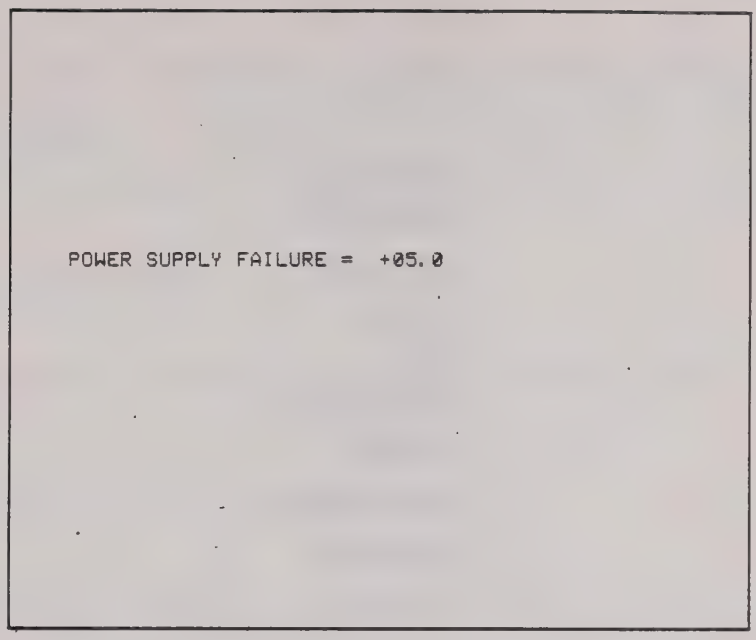

Figure 10-116. Power Supply Error Messages.
3. Power supply: see Figure 10-116	Run indicated Self-Test and advise Gould repair
Each of the power supply's voltage outputs is tested on a pass/fail basis. If any supply is out of tolerance, the testing stops and a message is displayed indicating which power supply failed (see Figure 10-116). Power supply tolerances are discussed in paragraph 10.4. A failure may or may not cause improper operation of the unit, depending on the nature of the failure.